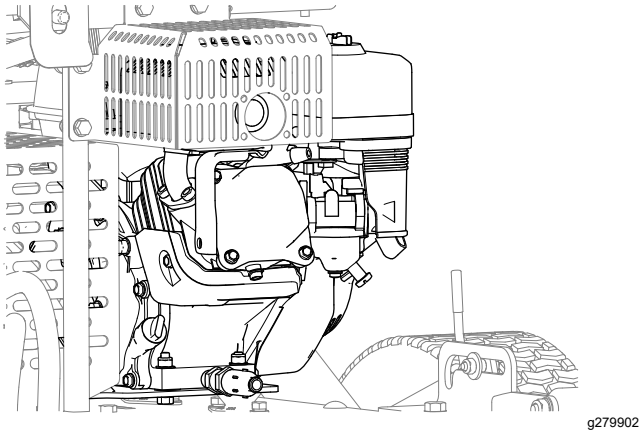

Figur 41
4. Fjern snavs og affald fra motoren og motorens køleribber (Figur 41).